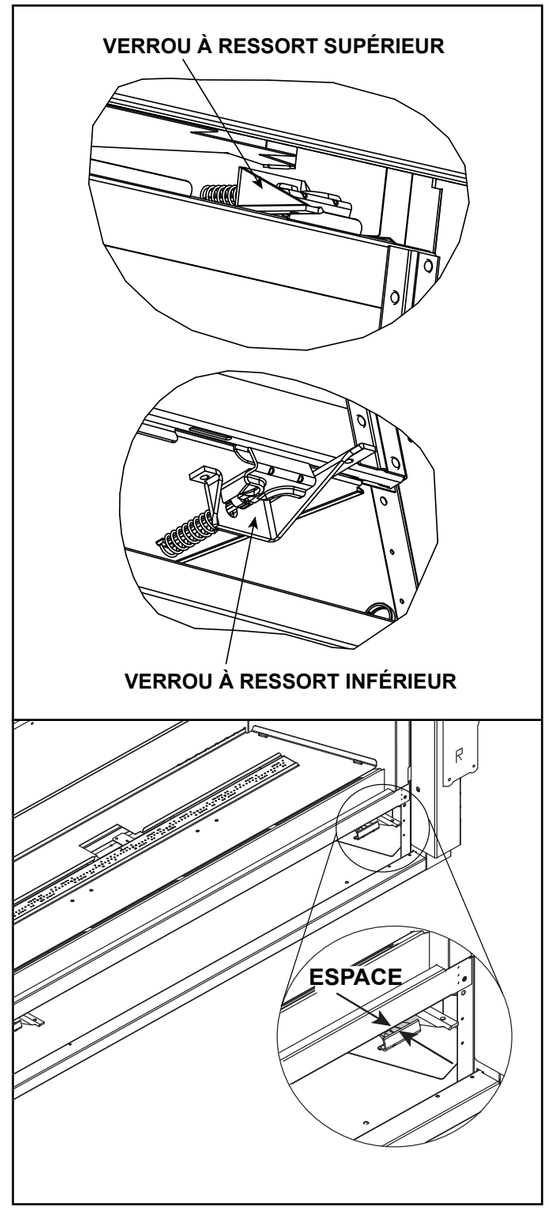

Figure 11.2 Panneau de verre fixe
2. L'assemblage en verre comporte deux verrous supérieurs à ressort et deux verrous inférieurs à ressort. Voir la figure 11.2. Localisez les deux verrous à ressort situés en haut à gauche et à droite du foyer.
Remarque : Vérifiez s'il y a un espace entre le verrou de la vitre et l'avant de l'appareil, là où le bas de l'assemblage en verre est en position. Cet espace est conçu pour un positionnement positif lors du remplacement de l'assemblage en verre. Voir la figure 11.2.
Les verrous inférieurs de la vitre ont été conçus pour laisser un petit espace entre la pince de la vitre et la face de l'appareil. Voir la figure 11.2.